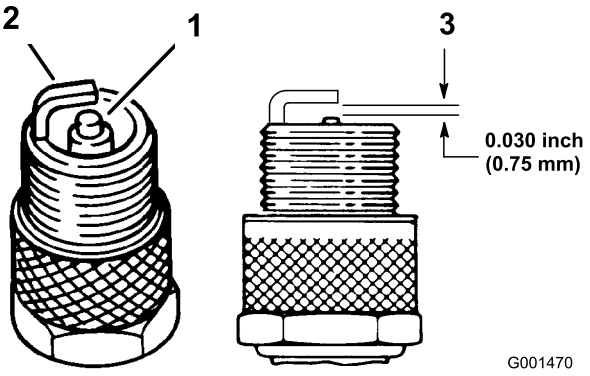

Rysunek 24
1. Przyjrzyj się środkowi świec zapłonowych (Rysunek 24). Jeżeli izolator jest lekko brązowy lub szary, silnik działa poprawnie. Czarny nalot na izolatorze zazwyczaj oznacza, że filtr powietrza jest zabrudzony.
2. Sprawdź odstęp między centralną i boczną elektrodą (Rysunek 24). Jeżeli odstęp nie jest właściwy, dognij boczną elektrodę (Rysunek 24).
3. Podłącz przewody do świec zapłonowych (Rysunek 24).